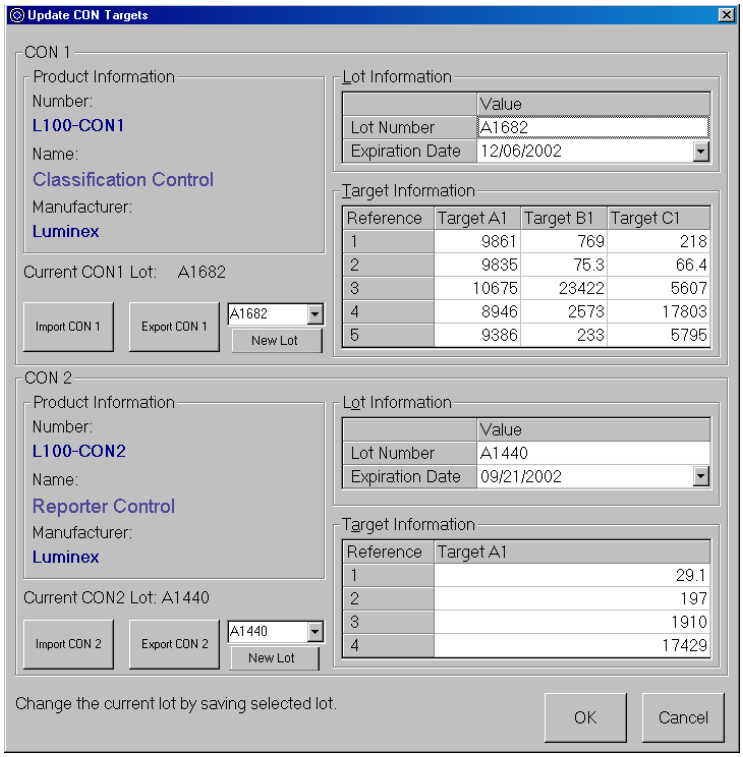

Figure 5-26. Update CON Targets Dialog Box
1. In the **Maintenance** tab, click **New CON Targ.** The **Update CON Target Information** dialog box opens. See Figure 5-26.